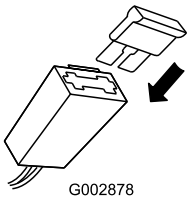

Figur 41
2. Monter sikringen i holderen (Figur 41).